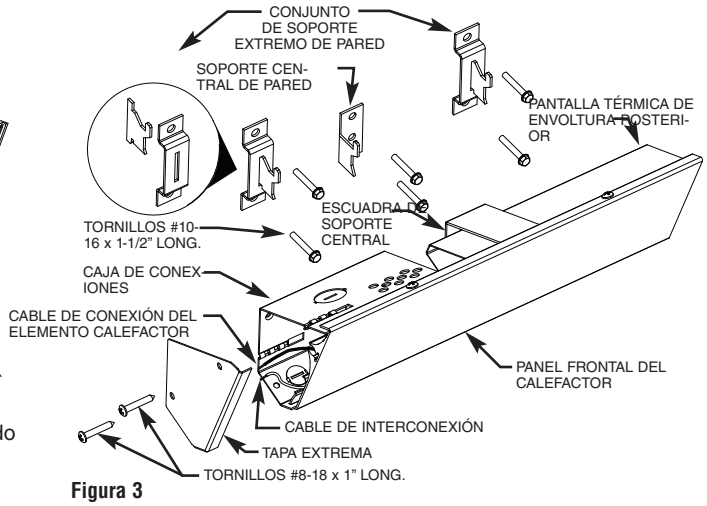

**Figura 3**
1. Seleccione la distancia de montaje correcta según el material del cielorraso, como se indica en la Figura 1. Mediante la Tabla 1, determine la distancia entre centros de los soportes extremos de pared según la potencia en watts del modelo particular que se va a montar. Divida este valor por 2 para determinar la ubicación aproximada de montaje del soporte central de pared. Marque estas ubicaciones en la pared elegida. Localice un travesaño cercano a la marca para el soporte central de pared. Use este travesaño para la ubicación del soporte. (No tenga en cuenta la marca original mencionada antes). Arme los soportes extremos de pared como se indica en la Figura 3.
7. Coloque las tapas extremas (que se proveen en la bolsa de piezas) como lo muestra la Figura 3.